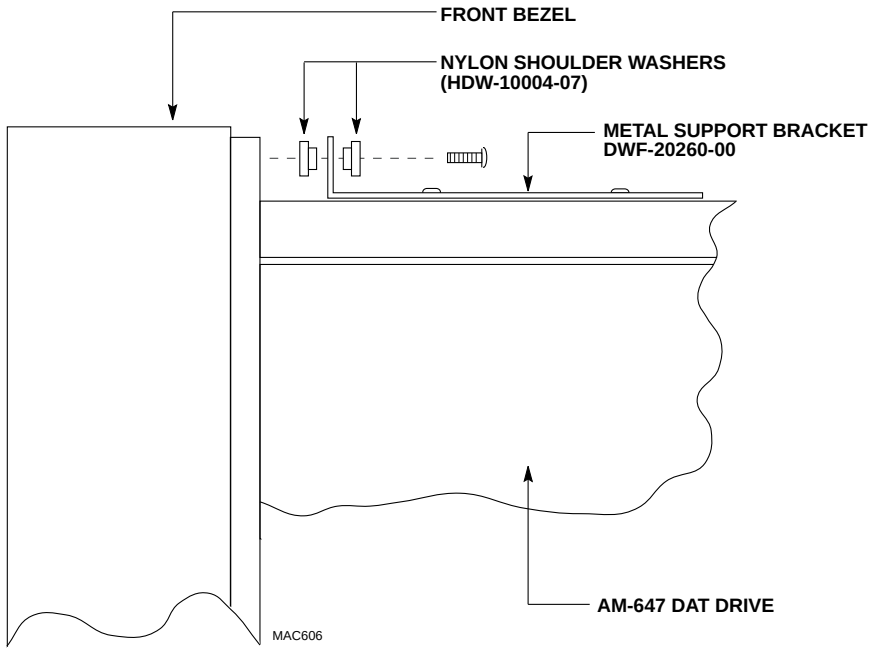

Figure 5
7. Because the DAT drive internally ties logic ground to its frame, it is necessary to isolate the DAT drive from the computer chassis. There are two metal shoulder washers (part number HDW-10004-07) that must be used to ensure that the metal support bracket does not make contact with the conductive coating on the front bezel. Please refer to the Figure 5 for correct installation of the shoulder washers when mounting the unit.